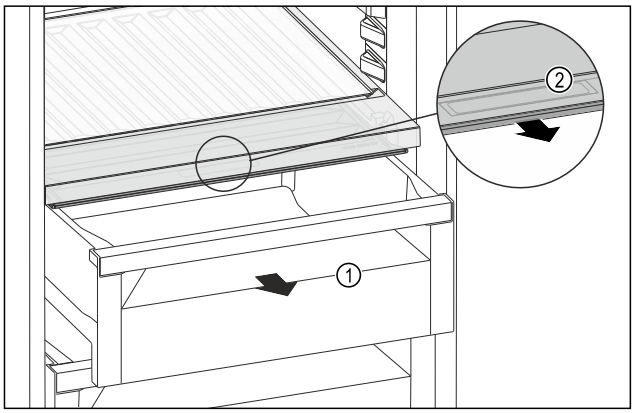

Fig. 168
▶ Pull out the drawer *Fig. 168 (1)*.
▶ Grip the handle recess *Fig. 168 (2)* on the lid while pulling the lid forward at the same time.